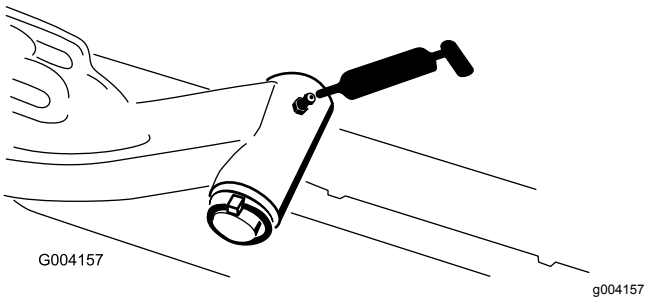

**Figur 79**
- Lyftarmens svängaxel (1 var) (Figur 79)